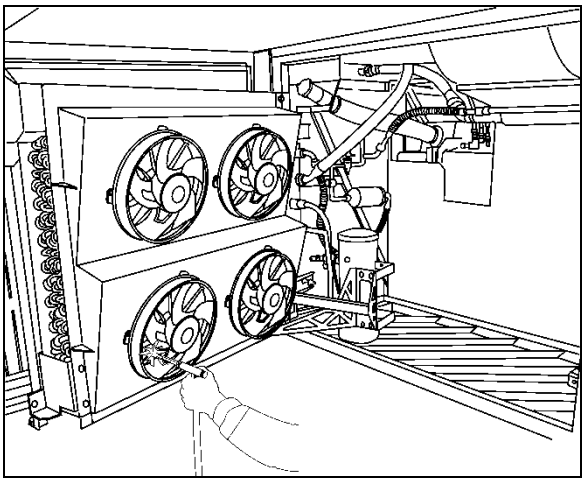

**FIGURE 16: CLEANING PASSENGER'S UNIT CONDENSER COIL WITH LOW-PRESSURE AIR JET** 22362
**Once a year**, clean the condenser with low-pressure air jet or a stream of low-pressure water, taking care not to damage fins (Figure 16).